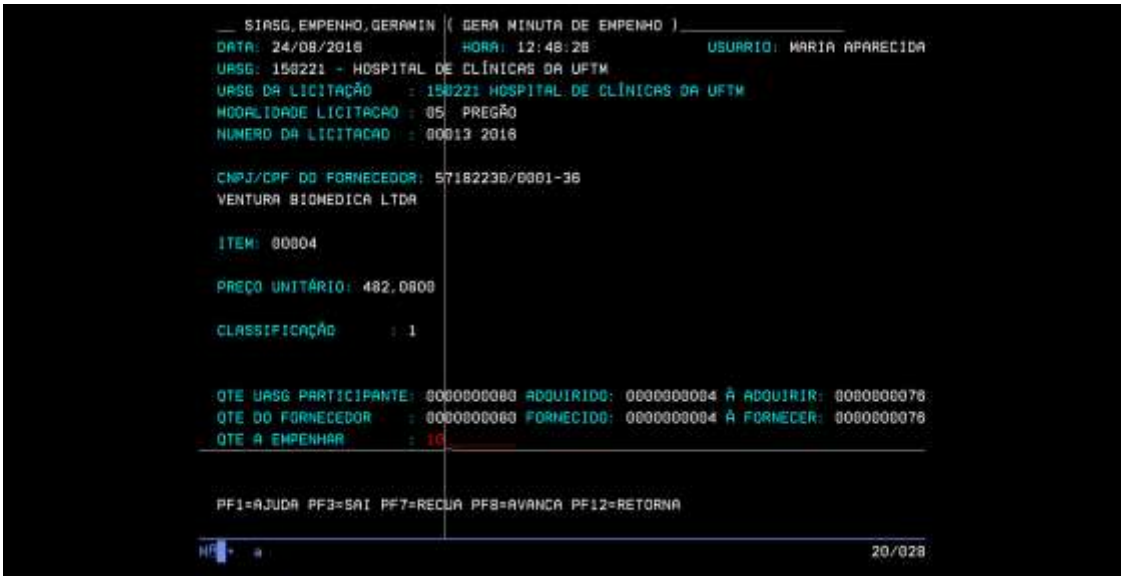

Figura 18: Informar quantidade a empenhar
- Na próxima tela deverá ser informada a quantidade de itens de unidades que serão empenhadoss, figura 18. Caso exista mais de um item a ser empenhado, ao confirmar a operação, o sistema prosseguirá para o próximo item;